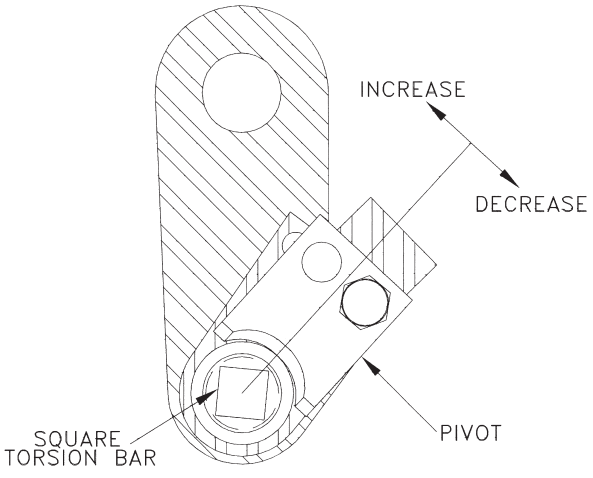

Fig. 18
Step 23 Bolt the curb side spring bracket in place. See figure 18. If holes do not line up, use a crescent wrench to twist torsion bar.
Step 24 Lower platform carefully and manually lift it back to a vertical position, noting how heavy it is. To increase or decrease the folding assist, rotate the curb side spring bracket as shown in figure 18.